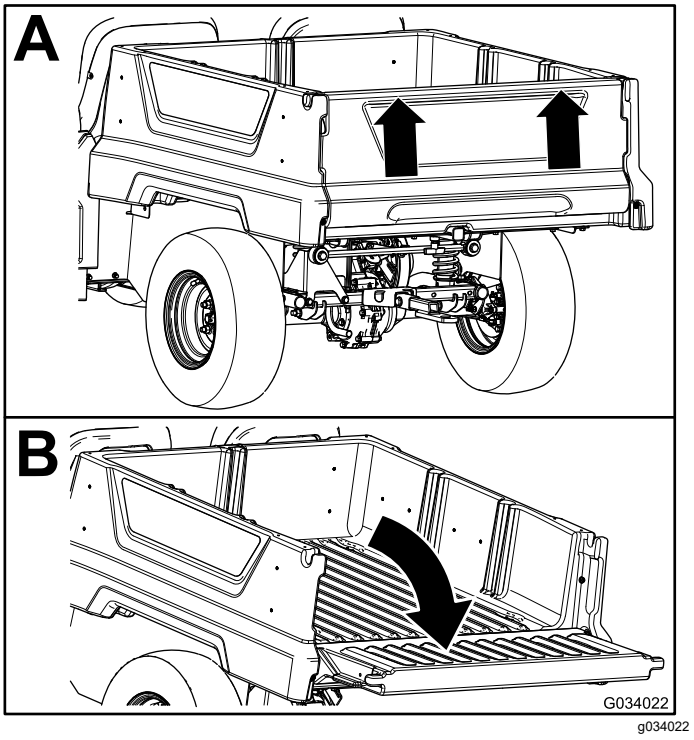

Figuur 15
2. Breng de achterlaadklep met beide handen omhoog; gebruik de nok bovenaan de achterlaadklep (Figuur 15).
3. Laat de achterlaadklep zakken tot deze gelijk komt met de onderkant van de laadbak (Figuur 15).